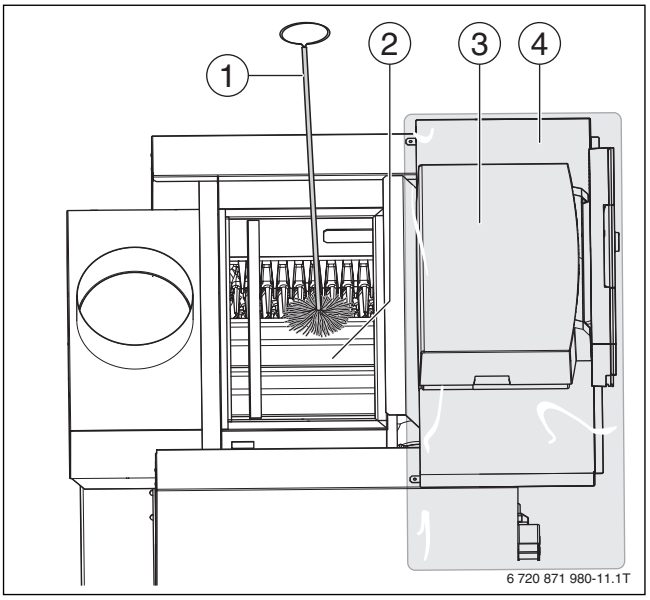

Рис. 44 Чистка газоотводящих каналов
- Снимите крышку люка для чистки с коллектора дымовых газов (→ рис. 44 [2], стр. 38).